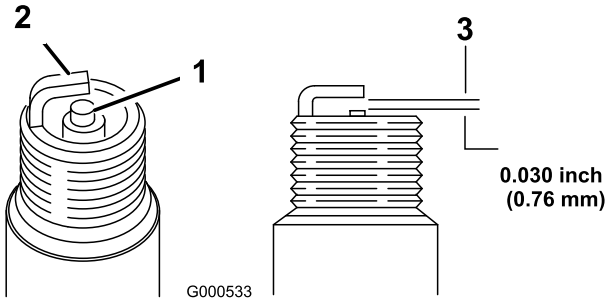

Figur 23
5. Ställ in gapet på det nya stiftet till 0,76 mm (Figur 23).